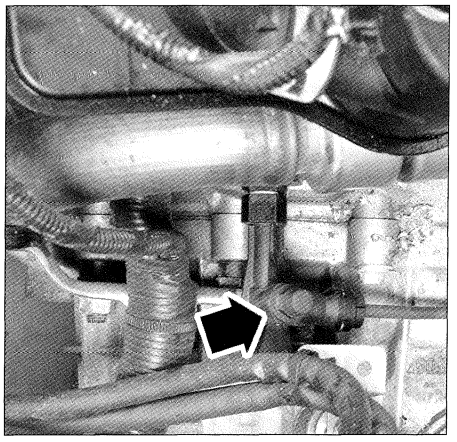

FIG. 5
• Desmontar el capuchón del tornillo de purga en el cilindro receptor **(fig. 5).**